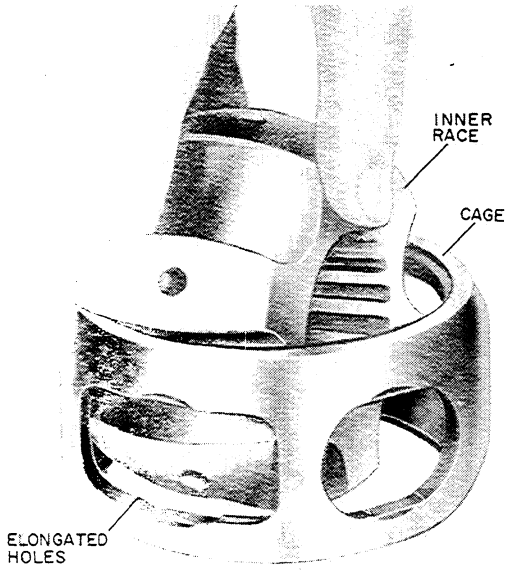

Figure U-33
8. To seperate the inner race from the cage, turn the race at right angles to the cage. Align one tooth on the race with the elongated hole in the cage and roll inner race out of the cage, Figure U-33.